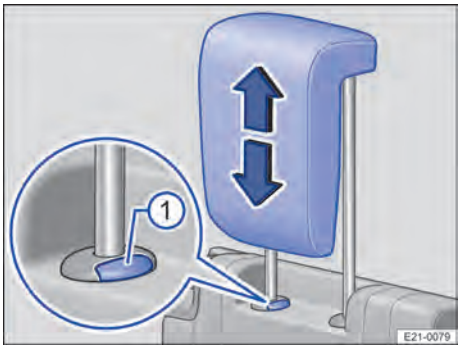

Fig. 82 Tercera fila de asientos: ajustar el apoyacabezas.
3. Para desencastrar el apoyacabezas, pulse la tecla → Fig. 82 ① y bájelo ◁